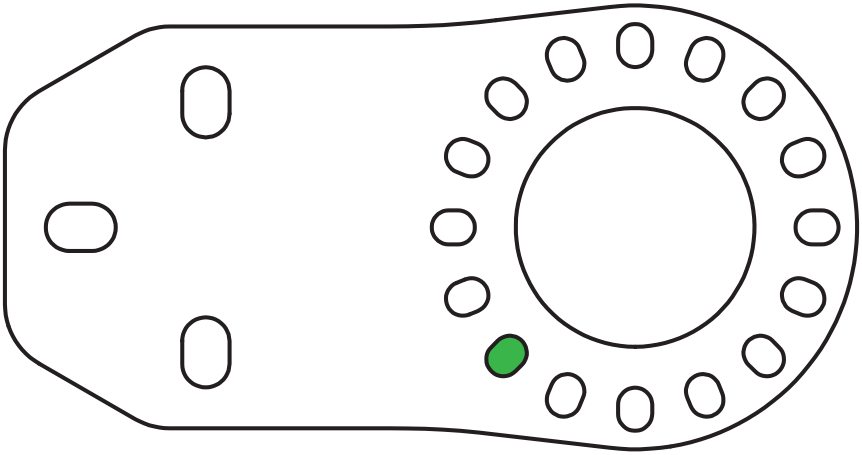

**Figure 1 - Bracket Hole for Can Pin**
5. Position the catch can pin into the bracket hole shown in Figure 1.